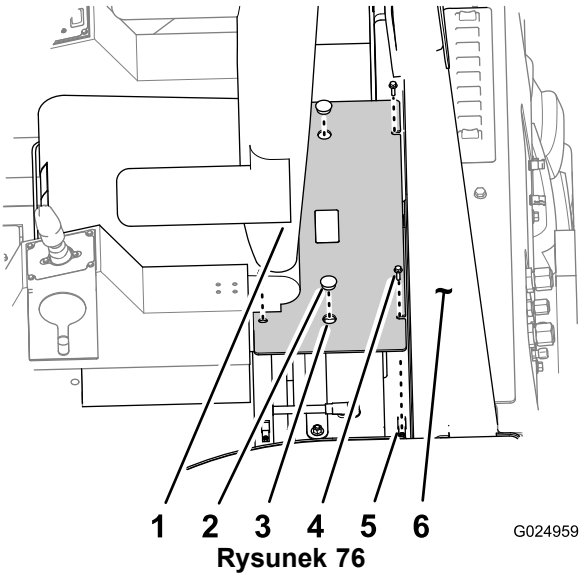

Rysunek 76
3. Wykręć 4 śruby mocujące pokrywę akumulatora do platformy układu ROPS (Rysunek 76).
1. Dopasuj otwory w kołnierzach mocujących pokrywy akumulatora do nakrętek w platformie układu ROPS wokół akumulatora (Rysunek 76).
2. Przymocuj pokrywę akumulatora do platformy układu ROPS 4 śrubami (Rysunek 76).